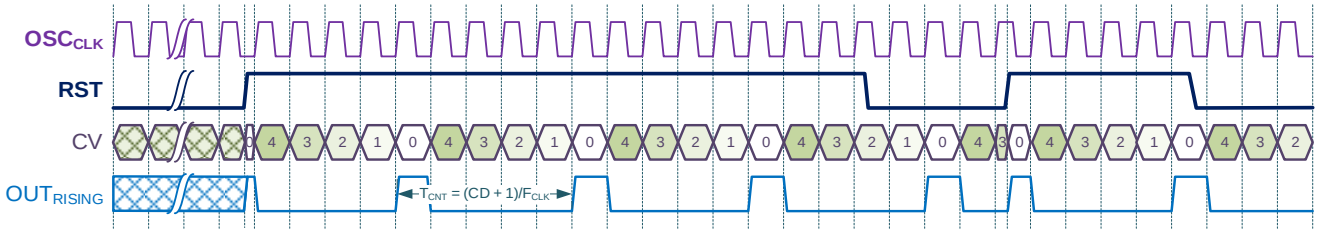
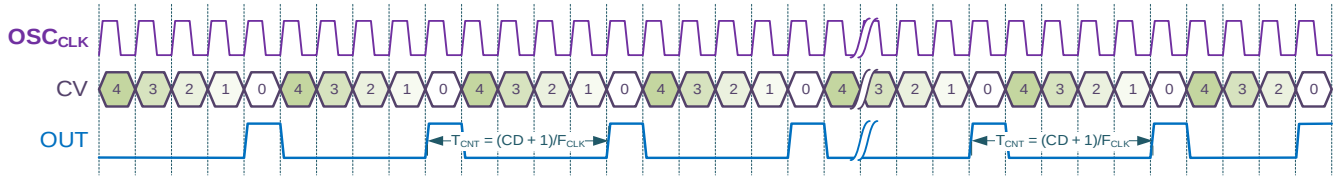

Figure 9.8. Counter Mode Timing Diagram (TMR0, TMR1, Rising Reset, Forced OSC, Auto OSC)
Figure 9.13. Counter Mode Timing Diagram (TMR3, Auto OSC, Forced OSC)
In Counter mode, the TMR divides input clock signal by the value determined by the Control Data, input clock signal, and selected divider value. The output of the TMR goes HIGH every time when the Counted Value (current value of the counter) is equal 0. The RST of the TMR resets the Counted value to 0 by one of the following events: rising edge, falling edge, both edge, high level. The timing diagrams of this mode are shown in Figure 9.8…Figure 9.13.
- Counter Figure 9.8…Figure 9.13)